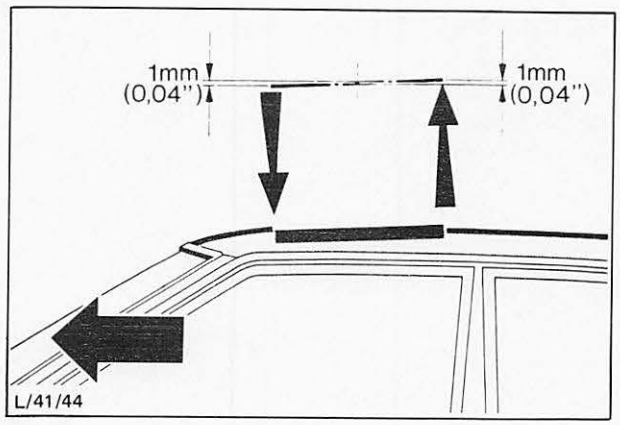

Abb. 14 Korrekte Einstellung des Kurbeldachs. (Der dicke Pfeil zeigt in Richtung Fahrzeugvorderfront)
4. Lage der Kurbeldach-Außenflächen im Dachausschnitt prüfen. Vorne soll das Dach bündig bis 1 mm tiefer, hinten bündig bis 1 mm höher sein, Abb. 14.